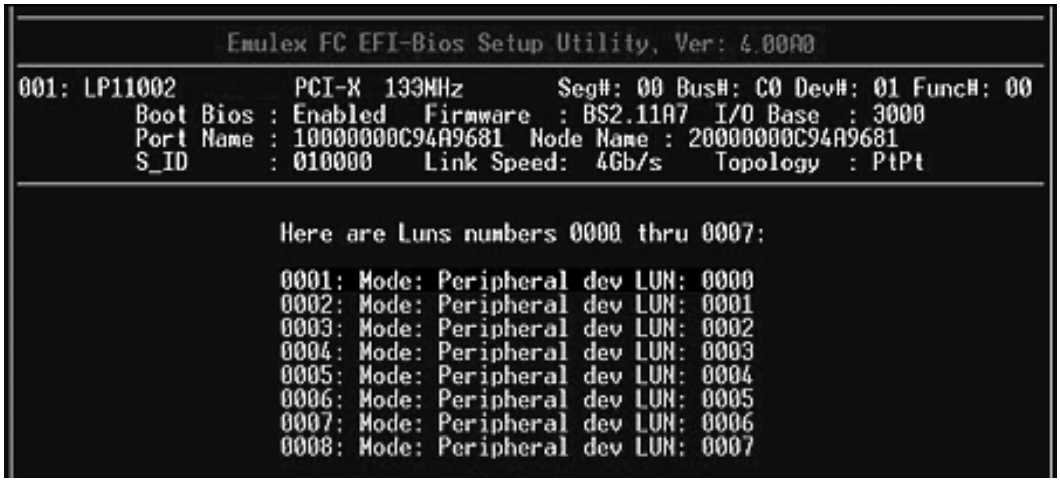

Figure 42: LUN Listing Screen
4. Select a target row and press **<Enter>**. LUNs for the target are displayed, as shown in Figure 42.